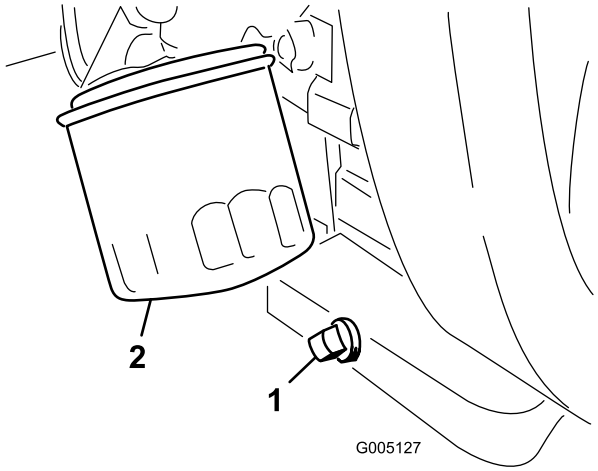

Figur 43
1. Ta bort avtappningspluggen (Figur 43) och låt oljan rinna ned i ett kärl. Sätt tillbaka avtappningspluggen när oljan har slutat rinna.
2. Avlägsna oljefiltret (Figur 43). Stryk på ett tunt lager ren olja på den nya filterpackningen.